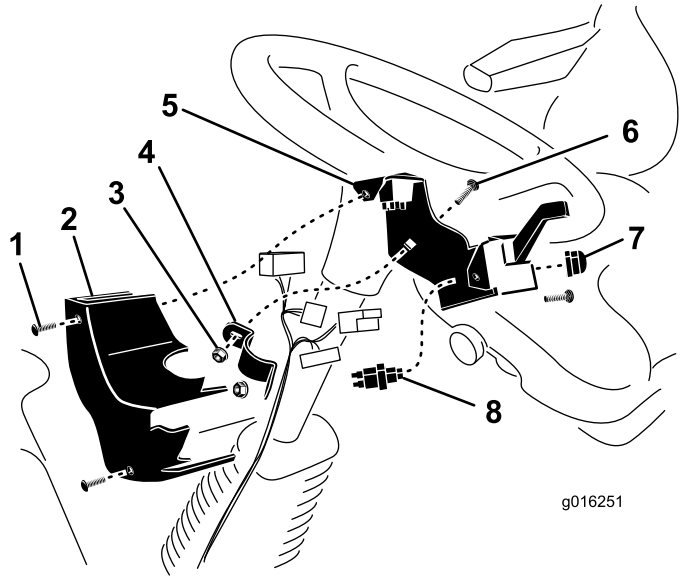

Figura 5
1. Monte a buzina no suporte da coluna com o botão da buzina de **borracha** (Figura 5). Não utilize o botão prateado incluído na buzina.
2. Monte o conjunto de suporte da coluna na parte traseira da coluna de direcção com a montagem de suporte da coluna, (2) parafusos de carroçaria 3/8 pol. x 1 pol. e porcas flangeadas 3/8 pol. Posicione o suporte da coluna o mais alto possível na coluna de direcção como se mostra em Figura 5. Certifique-se de que o suporte da coluna não interfere com o volante da direcção.
3. Depois de a cablagem estar ligada aos interruptores, monte a cobertura da coluna no suporte da coluna, (2) porcas de velocidade com parafusos (Figura 5).